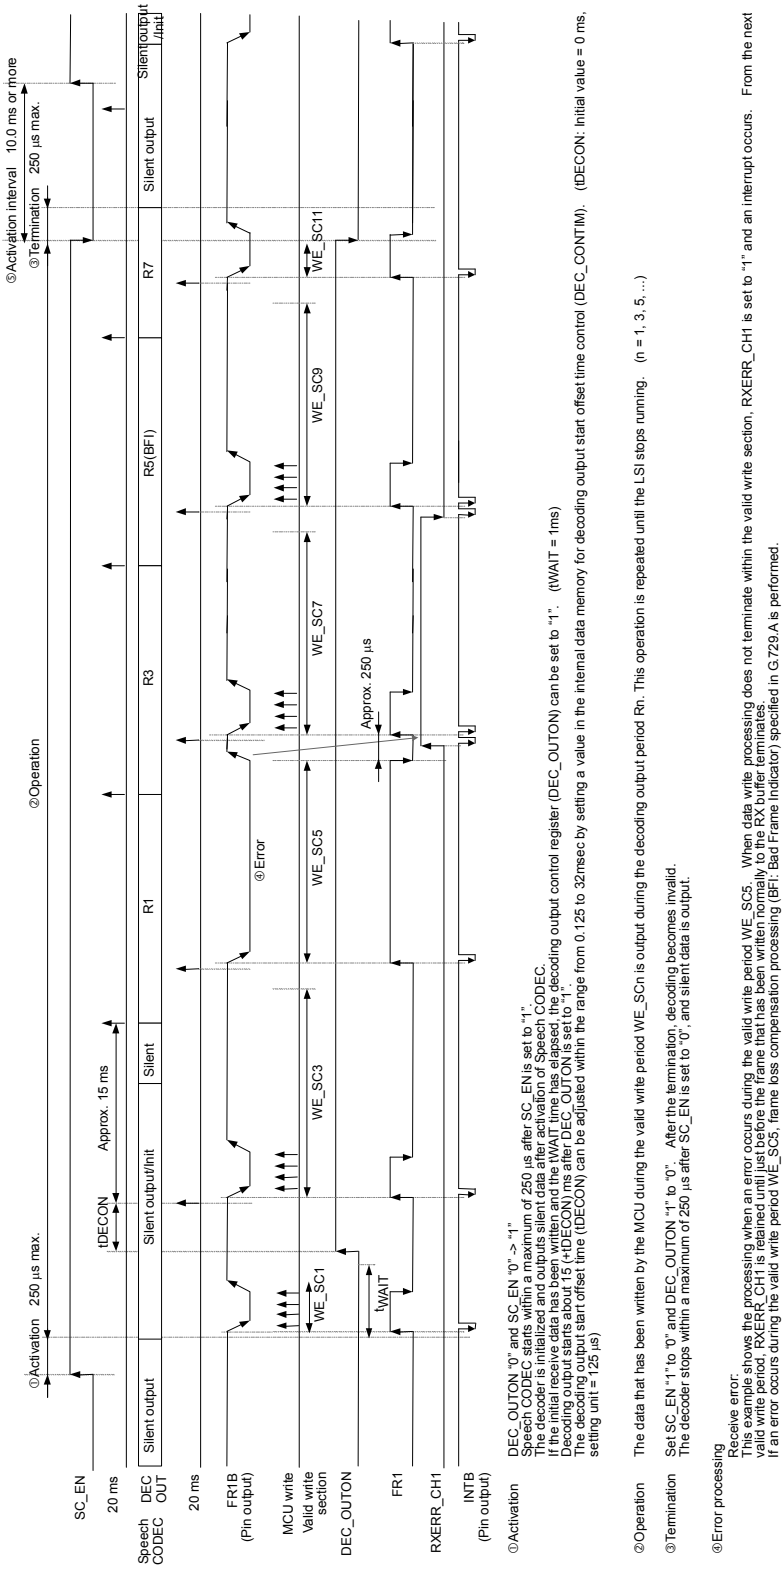

Figure 19 G.729.A Receive Buffer Control Method at Single-Channel Operation (20 ms/frame mode)
① G.729.A operation (before switching)
Operates according to the contents described in ② Operation and ④ Error processing in Figure 19 G.729A receive buffer method at single-channel operation (20 ms/frame mode).
② Switching processing